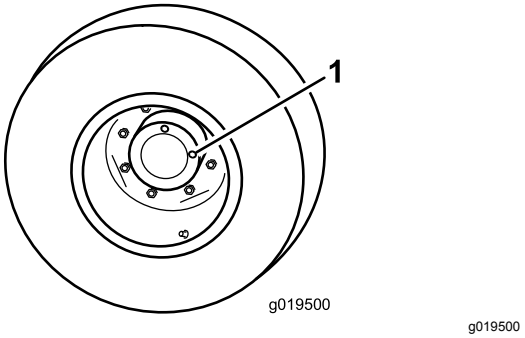

Figuur 14
1. Plaats de machine op een egale ondergrond en zet het wiel zodanig dat 1 controleplug zich bovenaan (op 12 uur) en de andere zich rechts (op 3 uur) bevindt (Figuur 14).
1. Controle-/aftapplug (2)
2. Verwijder de rechtse controleplug (Figuur 14).